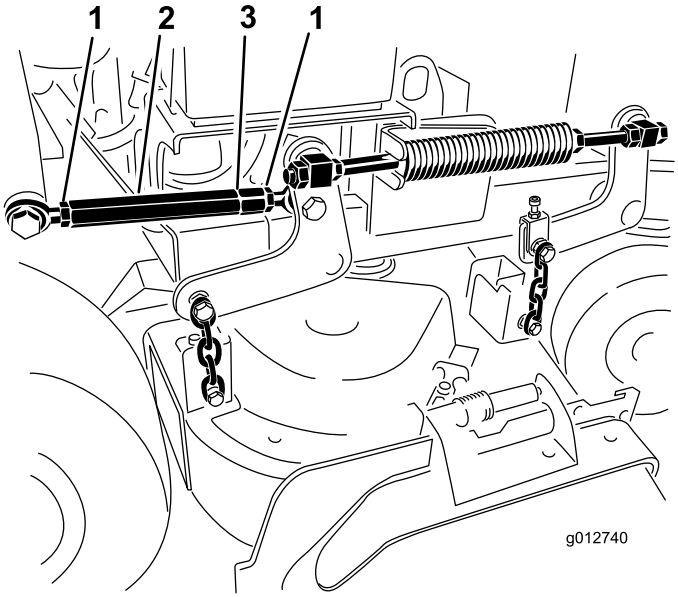

Figur 88
7. Løse låsemutrene i begge ender av spennmutteren (Figur 88).
Merk: Enden på spennmutteren med et kutt har venstregjenger (Figur 88).